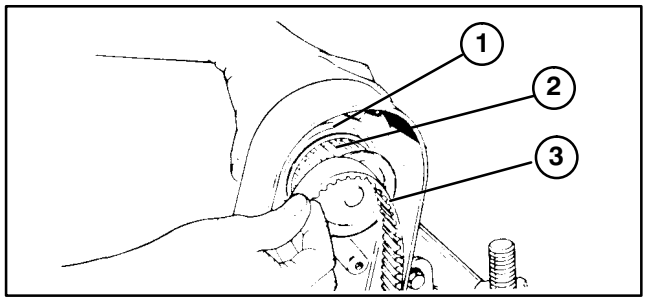

Figure 12
Note: Check to see that motor pulley set screws are tight on motor shaft before installing motor onto cutting unit (Fig. 12).
3. Insert the reel drive motor pulley through the housing and slip the cutting unit drive belt over the pulley (Fig. 12)).